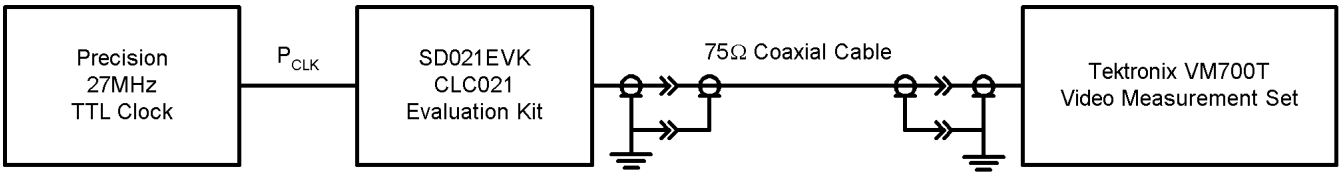
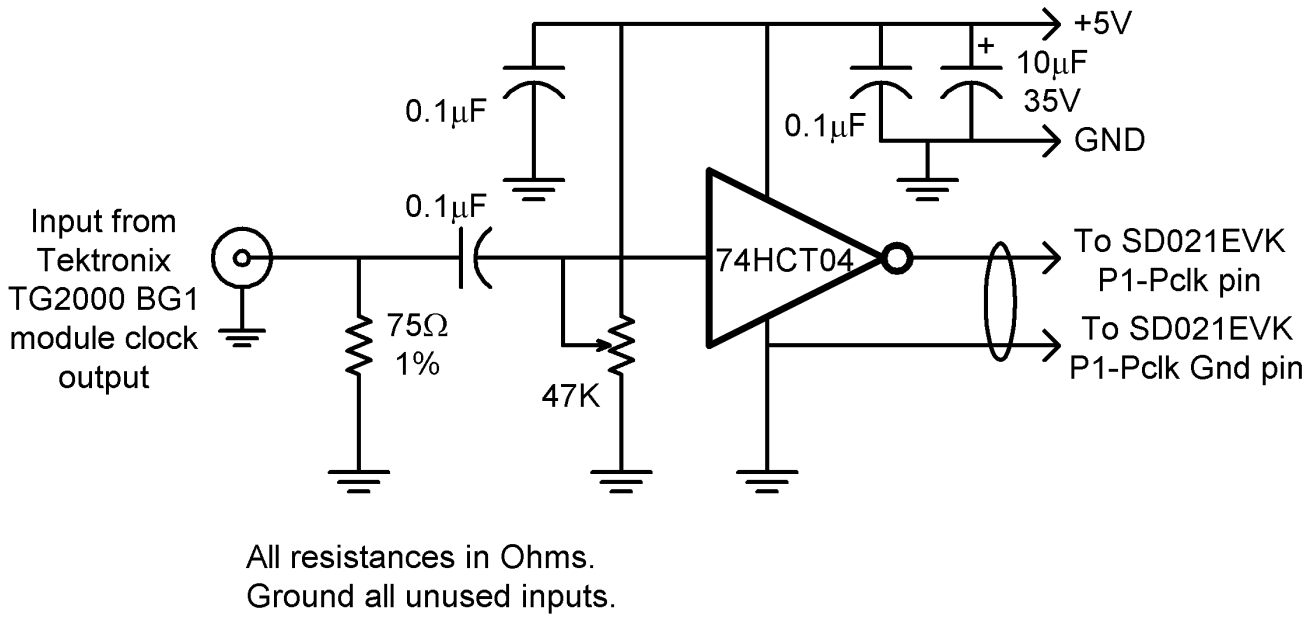

Figure 11. Jitter Test Circuit
Figure 12. ECL-to-TTL/CMOS Level Converter/Amplifer
- ECL-to-TTL/CMOS level converter/amplifier see Figure 12.
Apply the black-burst reference clock from the TG2000 signal generator's BG1 module 27 MHz clock output to the level converter input. The clock amplitude converter schematic is shown in Figure 12. Adjust the input bias control to give a 50% duty cycle output as measured on the oscilloscope/probe system. Connect the level translator to the SD021EVK board, connector P1, P_{CLK} pins (the outer-most row of pins is ground). Configure the SD021EVK to operate in the NTSC colour bars, BIST mode. Configure the VM700T to make the jitter measurement in the jitter FFT mode at the frame rate with 1 kHz filter bandwidth and Hanning window. Configure the setup as shown in Figure 11. Switch the test equipment on (from standby mode) and allow all equipment temperatures stabilize per manufacturer's recommendation. Measure the jitter value after allowing the instrument's reading to stabilize (about 1 minute). Consult the VM700T Video Measurement Set Option 1S Serial Digital Measurements User Manual (document number 071-0074-00) for details of equipment operation.